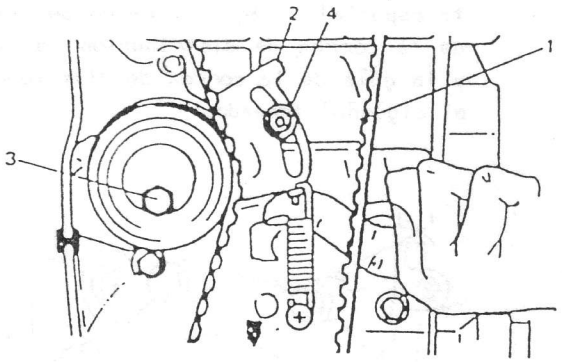

Fig. 3-4-11
9) Afloje el perno y el espárrago del tensor y desmonte la correa del engranaje de distribución del cigüeñal, y engranaje del árbol de levas después de empujar completamente hacia arriba con un dedo la placa del tensor de la manera ilustrada en la Fig. 3-4-11.